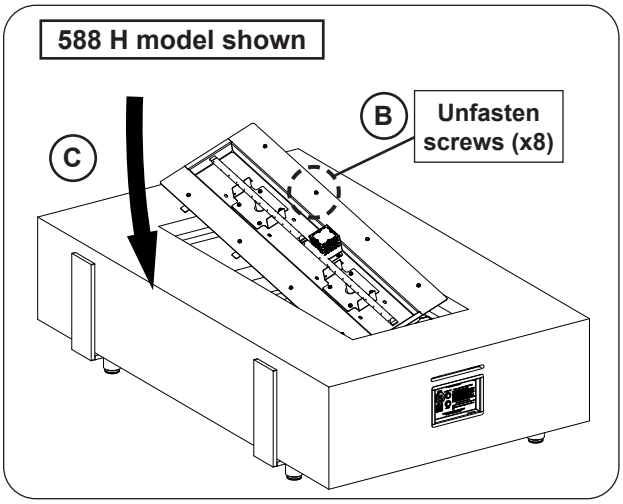

Fig. 32-2 Lower burner into unit
Use a $^{5}/_{16}$" nut driver to loosen the 8 screws found on the burner assembly (see Fig. 32-2, B).
2. Carefully lower the burner down into the pit housing (see Fig. 32-2, C).